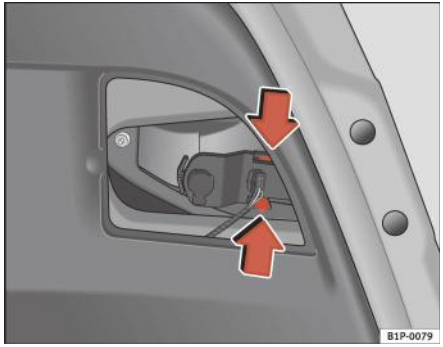

Fig. 172 Demontarea suportului becului
– Scoateți soclul becului apăsând tijele de fixare şi trăgându-l în exterior ⇒ pagina 274, fig. 172.